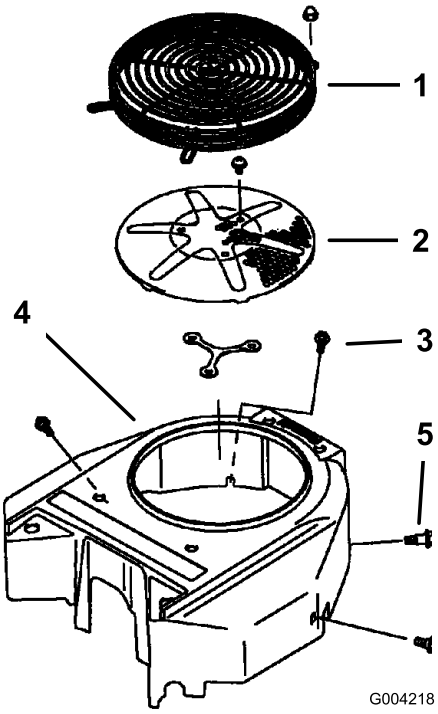

Figuur 87
3. Verwijder het luchtinlaatrooster, de terugloopstarter en de ventilatorbehuizing (Figuur 87).
5. Verwijder de luchtinlaatroosters, de terugloopstarter en de ventilatorbehuizing (Figuur 87).